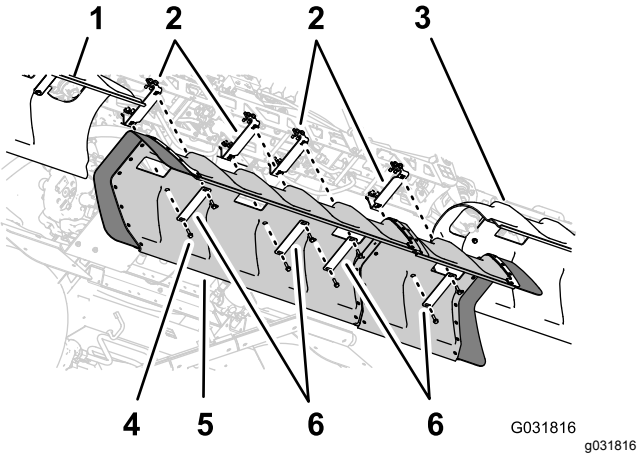

Figur 185
1. Rikta in hålen i centersektionskåpan med hålen i centersektionskåpans stödfästen (Figur 185).
2. Rikta in hålen i två av kåpremmarna som du tog bort i steg 1 i 6 Ta bort centersektionskåpan (elva munstycken) på den täckta sprutrampssatsen (tillval) (sida 14) mot slangen i kåpan och två av stödfästena (Figur 185).
4. Rikta in hålen i de två kåpremmarna (Toro-artikelnr 120-0629) med de fyra återstående hålen i kåpan och de fyra återstående hålen i stödfästena (Figur 185).
5. Montera kåpremmarna och kåpan på stödfästena (Figur 185) med de fyra flänsskruvarna (5/16 x 1 1/4 tum – Toro-artikelnr 323-36).